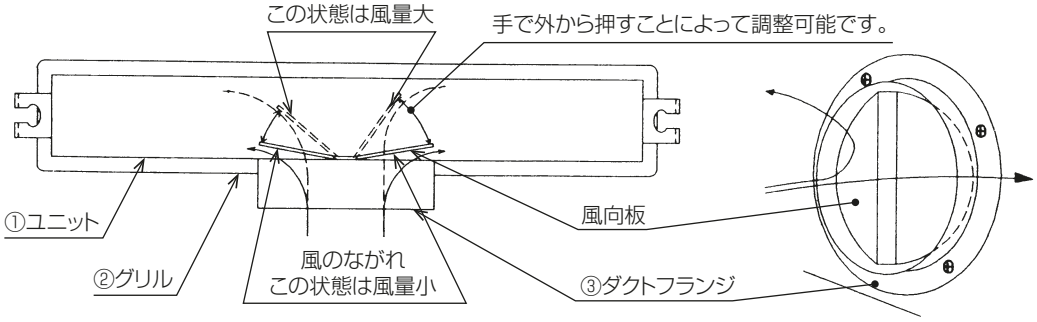

図 18
- ①ユニットボックスの風向板を動かすことによっても風量の調整が可能です。現地の設置条件に合わせて調整してください。（風向板の破損防止のため調整は 3 回以内にしてください。）（**図 18**）